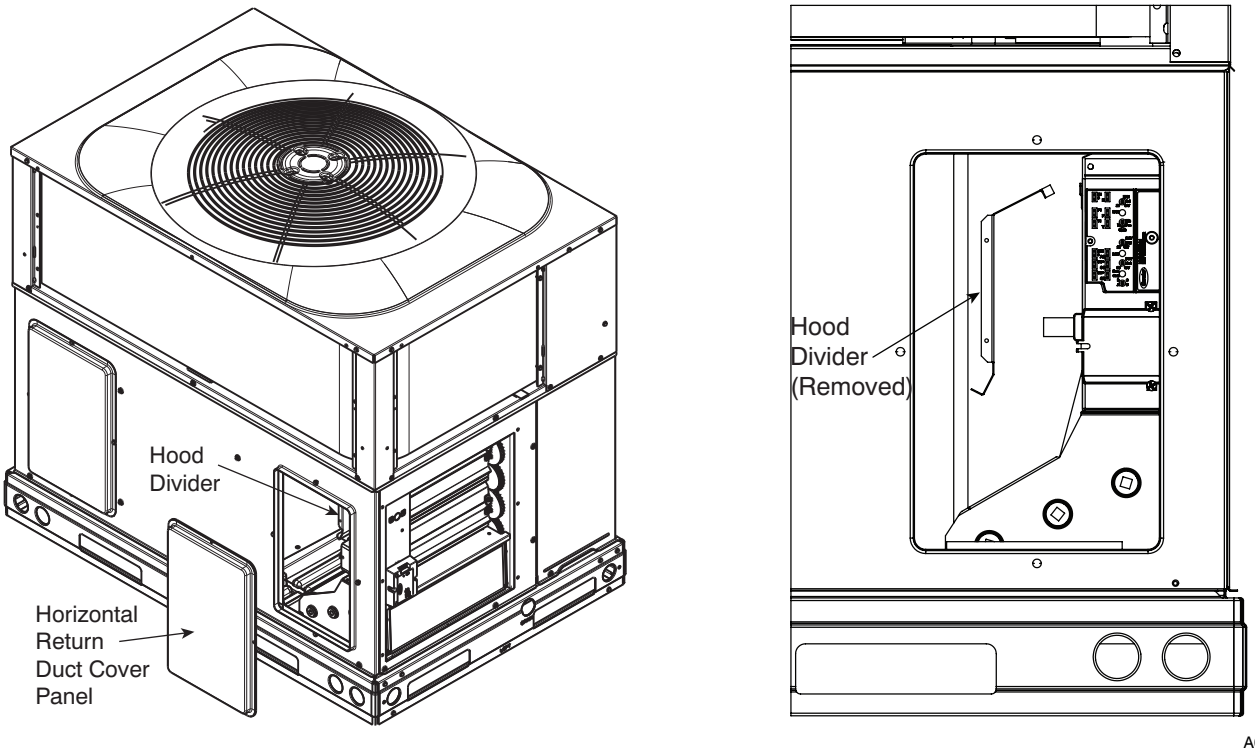

Fig. 29 – Horizontal Return Duct Cover Panel Removal
5. Remove horizontal return duct cover panel and cut the wire ties that hold the hood divider to the economizer assembly. Slide hood divider off from the two slots holding it in place and place next to the unit. See Fig. 29.